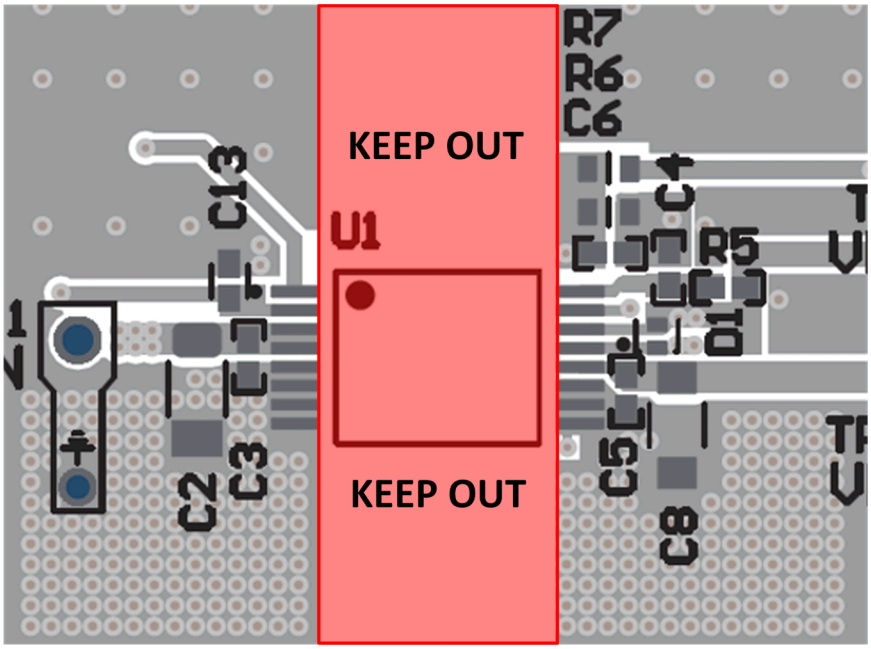

図 8-9. 絶縁禁止領域
8. 沿面距離：データシートに規定されている沿面距離、空間距離、電圧絶縁定格を完全に維持するため、UCC35131-Q1 の直下に信号パターンを配線したり、部品を配置したりしないようにします。定義された絶縁バリア全体で、空間距離を赤色でハイライトしたままにします。基本絶縁でのキープアウトの空間距離は、強化絶縁要件 (8.2mm) より 50% 短くできます。8.2Mm を使用すると、追加のマージンが得られます。図 8-9 にレイアウトの例を示します。